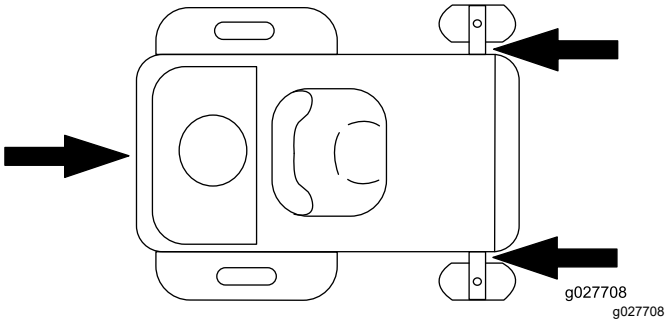

Figure 30
- Arrimez solidement la machine sur la remorque ou le camion à l'aide de sangles, chaînes, câbles ou cordes. Utilisez uniquement les points d'attaches désignés sur la tondeuse, comme montré à la Figure 30. Utilisez ces points même pour transporter la tondeuse équipée d'un accessoire. L'utilisation de points non désignés risque d'endommager la tondeuse et/ou l'accessoire.